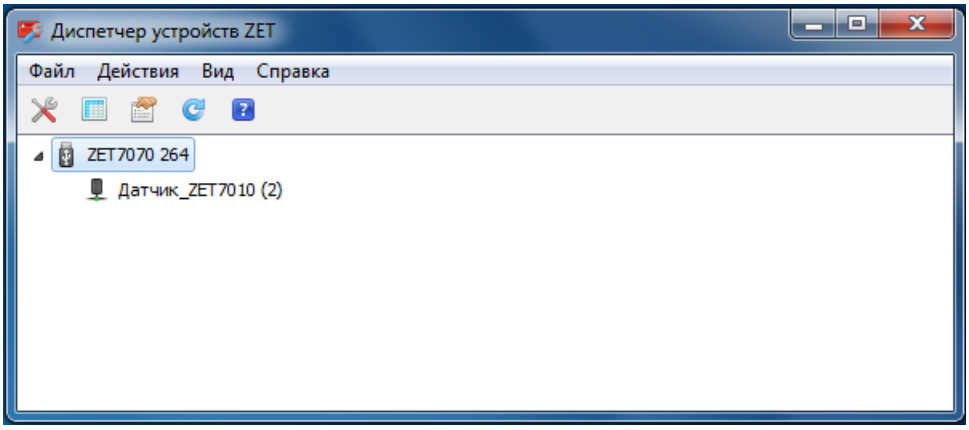

Рисунок 18
2. В программе «Диспетчер устройств ZET» убедиться, что в системе идентифицированы все интерфейсные модули и все подключенные к ним измерительные модули или контроллеры ZETSENSOR (Рисунок 18 — к компьютеру подключен один преобразователь интерфейса ZET 7070 и один цифровой датчик ZET 7010).